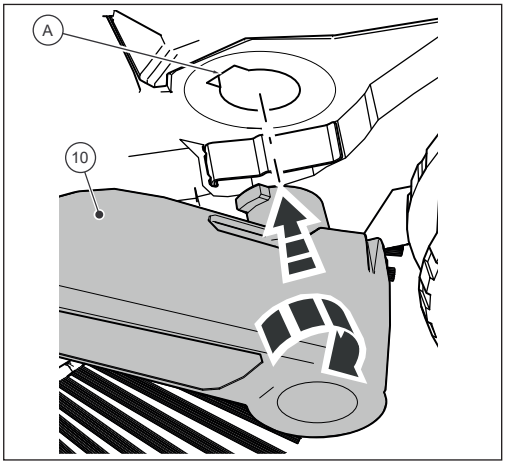

Abb. 10: Установка фитингов рукоятки
2. Поместите одну из двух ручек-фитингов с защелкой на ручке-фитинге (10) в паз, предусмотренный на раме (A), так, чтобы она могла защелкнуться (рис. 10).